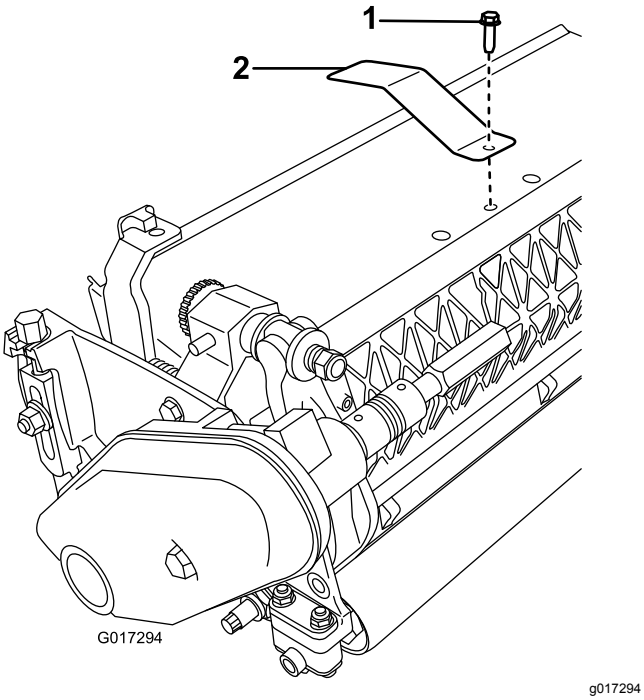

Figur 4
1. Ta bort mittskruven för grässkyddet (Figur 4).
2. Montera målplåten högst upp på klippenheten med den skruv som du tog bort tidigare (Figur 4).